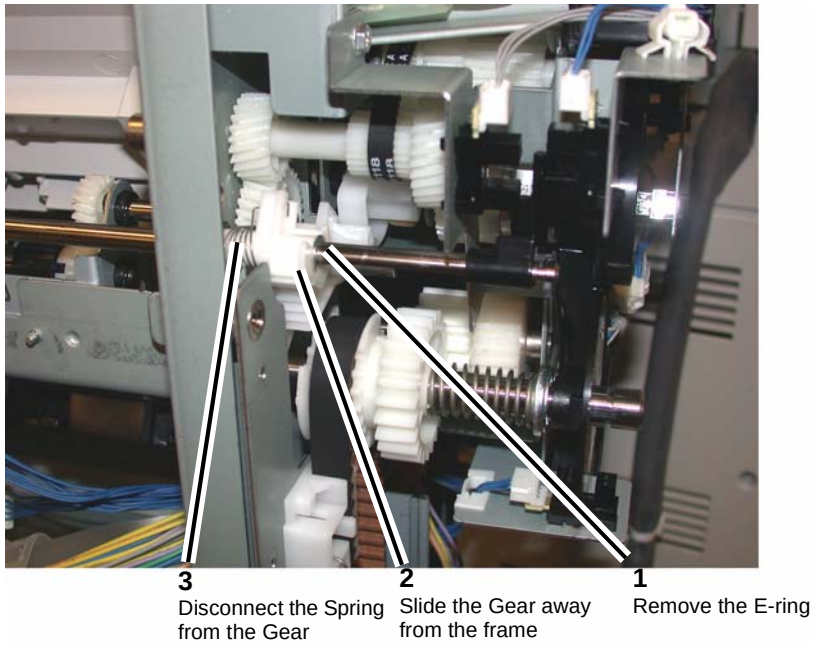

Figure 7 Preparing to remove the Set Clamp Shaft
16. Remove the rear E-ring from the Set Clamp Shaft (Figure 7).